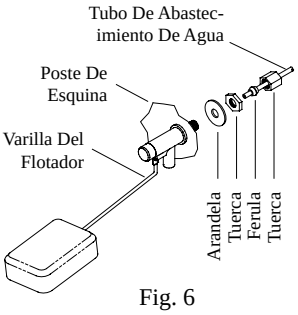

Fig. 6
- **Instale la válvula del flotador.** Instale la válvula en el agujero que se encuentra en el poste de esquina (fig. 6) y conecte el tubo de agua.
- **Llene la bandeja con agua.** Permita que se llene la bandeja con agua hasta una altura de una pulgada por debajo del borde superior de la bandeja y ajuste el flotador para que mantenga este nivel. Esto se puede lograr torciendo la varilla para arriba o para abajo (fig. 6).